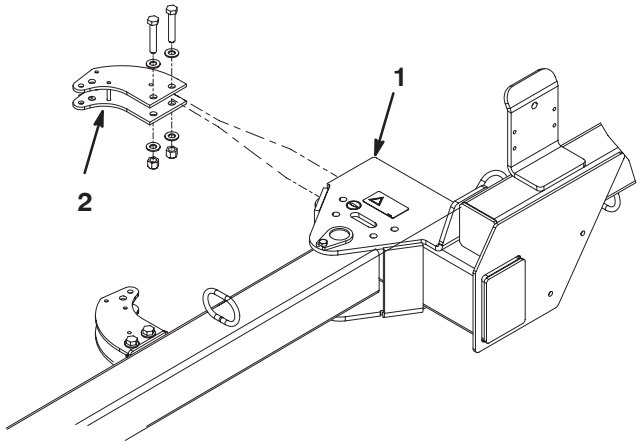

**Figure 3**
1. Montez la languette de commande arrière sur le châssis de la balayeuse au moyen de (2) vis 1/2–13 x 2–3/4 pouce, (4) rondelles plates 0,531 x 0,063 flat et un contre-écrou 1/2–13. Positionnez les composants comme illustré à la Figure 3.